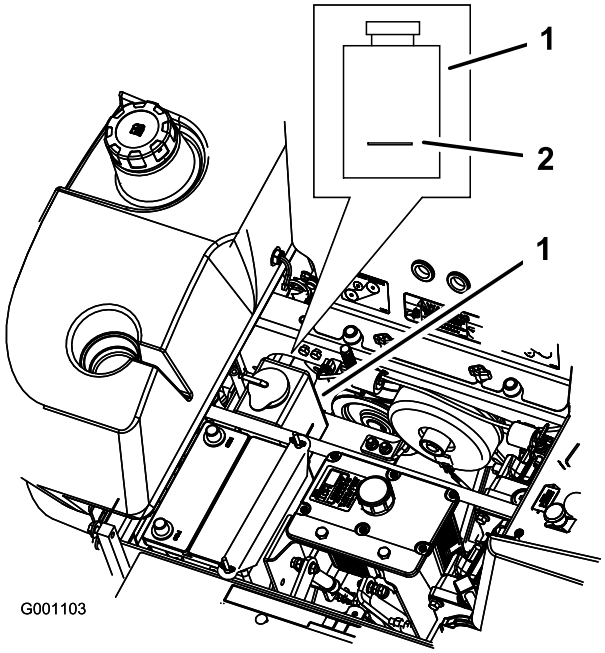

Figur 62
3. Kontrollera nivån i överströmningsbehållaren medan motorn är kall. Vätskan ska nå upp till utbuktningen på utsidan av överströmningsbehållaren (Figur 62).
4. Om kylvätskenivån är låg tillsätter du en 50/50-blandning av frostskyddsmedel med förlängd hållbarhet/Dex-Cool® och vatten i överströmningsbehållaren (Figur 62).
5. Tillsätt 50/50-blandningen till överströmningsbehållaren och fyll den upp till indikatorstrecket på behållaren (Figur 62).